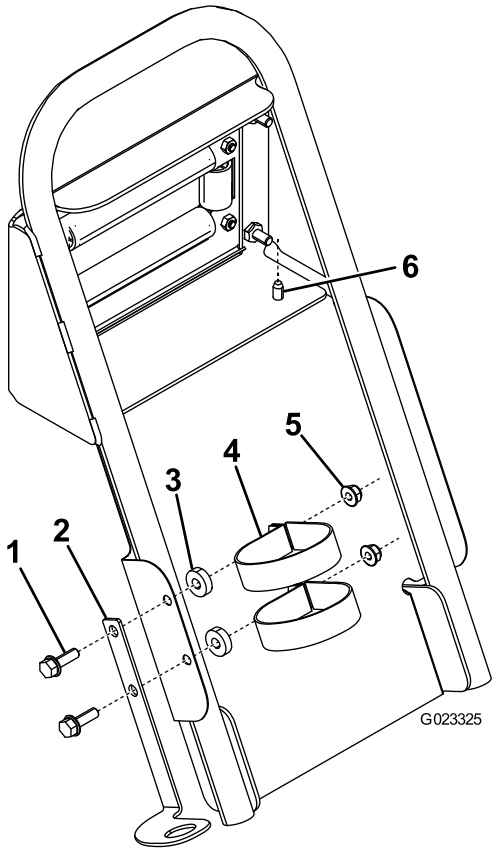

Figure 12
7. Secure the top of the mud shield to the handle using 2 self-tapping screws (Figure 12).
8. Attach the spray gun holder to the mud shield as shown in Figure 12.